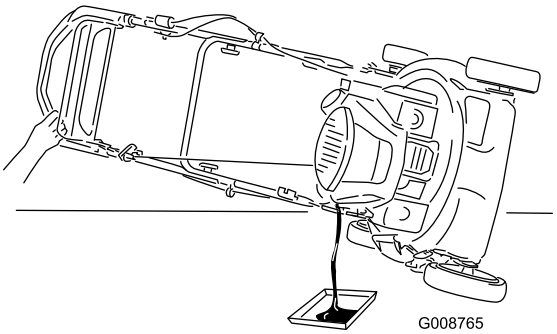

Figur 40
7. Tip maskinen over på siden med oliepåfyldningsrøret nedad, så den brugte olie kan løbe ud gennem oliepåfyldningsrøret ned i olieaftapningsbakken (Figur 40).